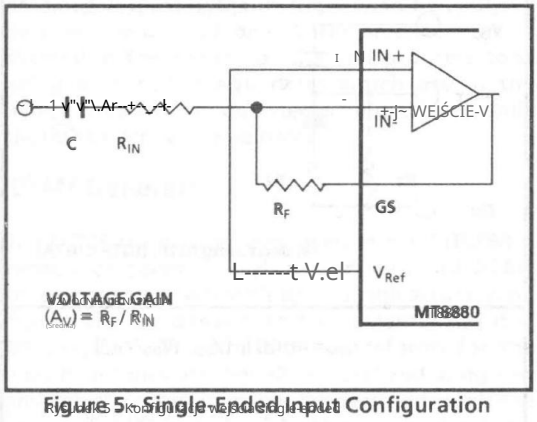

Figure 5 - Single-Ended Input Configuration
The input arrangement of the MT8880 provides a differential input operational amplifier as well as a bias source (V_{Ref}) which is used to bias the inputs at $V_{DD}/2$. Provision is made for connection of a feedback resistor to the op-amp output (GS) for adjustment of gain. In a single-ended configuration, the input pins are connected as shown in Figure 5.